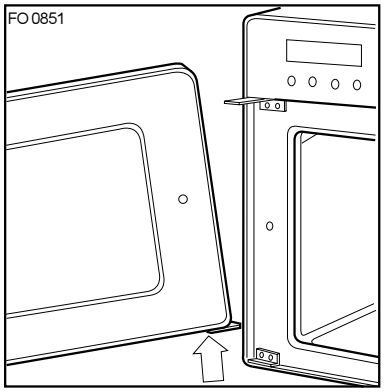

Fig. 11
- Fig. 11) Soulever la porte pou la déboîter de la charnière inférieure.